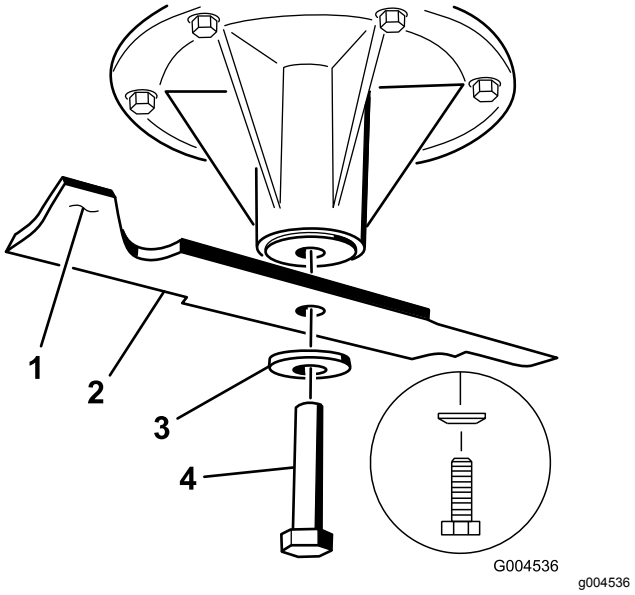

Figuur 101
2. Verwijder de mesbout, de klemring en het mes van de spilas (Figuur 101).
3. Als het mes niet in balans is, moet u wat metaal afvijlen van het uiteinde van de vleugel (Figuur 101).